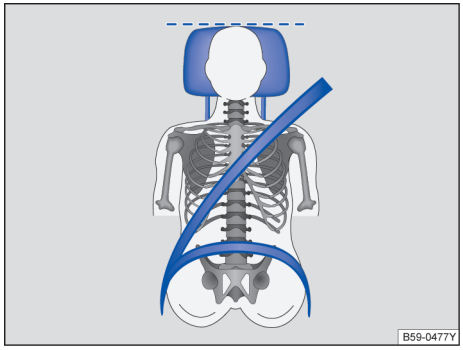

图 21 驾驶员头枕的正确位置
– 调节头枕，使头枕的上沿与您的头顶等高，不可低于眼睛，头部尽可能贴近头枕→图 21。